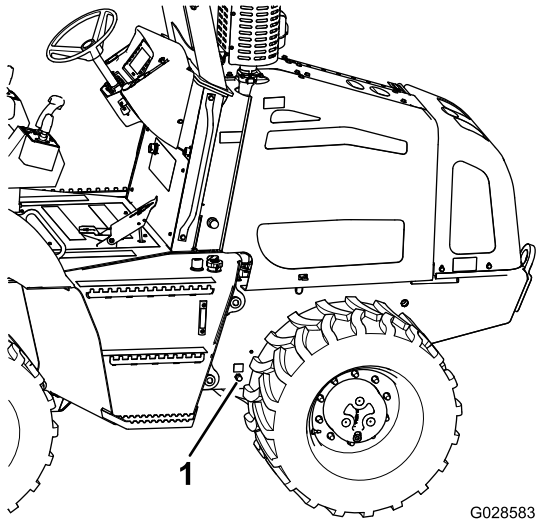

Figura 63
4. Posicione uma bandeja de drenagem com capacidade mínima de 20 L (21 qt dos E.U.A.) sob o bico de drenagem do óleo do motor (Figura 63).
5. Remova completamente a tampa do bico de drenagem e aguarde o escoamento completo do óleo do motor (Figura 63).
7. Instale a tampa no bico de drenagem (Figura 63).
1. Remova a tampa do tubo de enchimento da cobertura da válvula girando a tampa e puxando-a para cima (Figura 63).